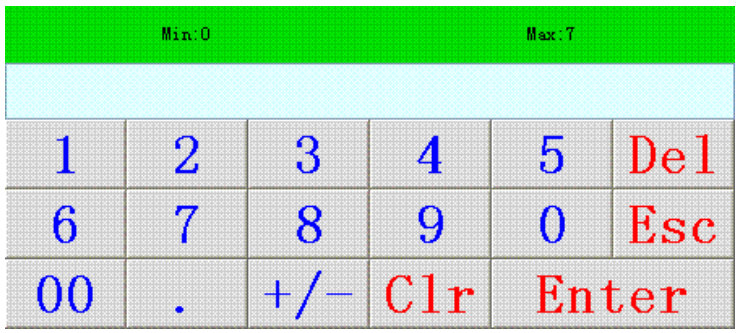

Рисунок 4-82
- Enter value: Можно выбрать разные типы данных. Эта опция предназначена для внесения числового значения в адрес записи. Это значение должно быть в пределах максимально и минимально допустимых значений. Затем, когда вы коснетесь кнопки "слово", на экране появится клавиатура и вы сможете ввести желаемое значение. Смотрите рисунок 4-82